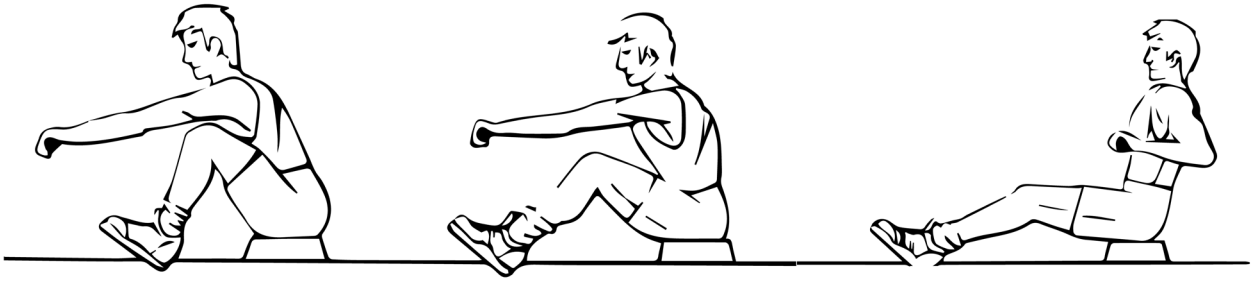

Fig. 1 Fig. 2 Fig. 3
2. Prenez la position de départ et penchez-vous vers l'avant, les bras tendus et les genoux pliés (fig. 1).